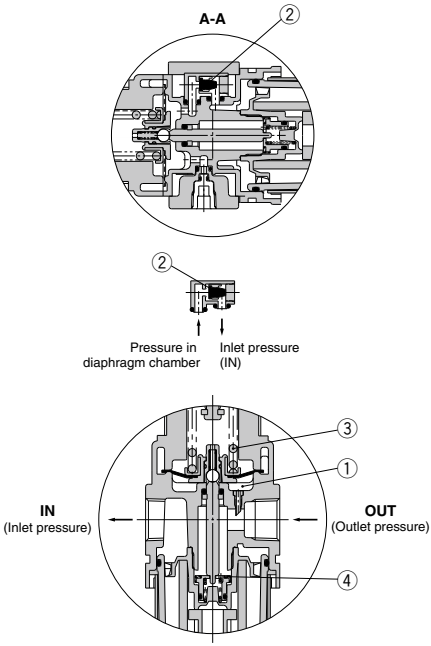

Figure 2 Backflow
When the inlet pressure is shut off and exhausted, any inlet pressure applied to the valve ① will be lost. The force for seating the valve ① is the valve spring force ② only. When the valve ① is opened using the outlet force, the outlet pressure will be exhausted at the inlet side. (Figure 2)
When the inlet pressure is shut off and released, the check valve ② opens and the pressure in the diaphragm chamber ① is released into the inlet side (Figure 2).
This lowers the pressure in the diaphragm chamber ① and the force generated by the pressure regulator spring ③ lifts the diaphragm. Valve ④ opens through the stem, and the outlet pressure is released to the inlet side (Figure 2).